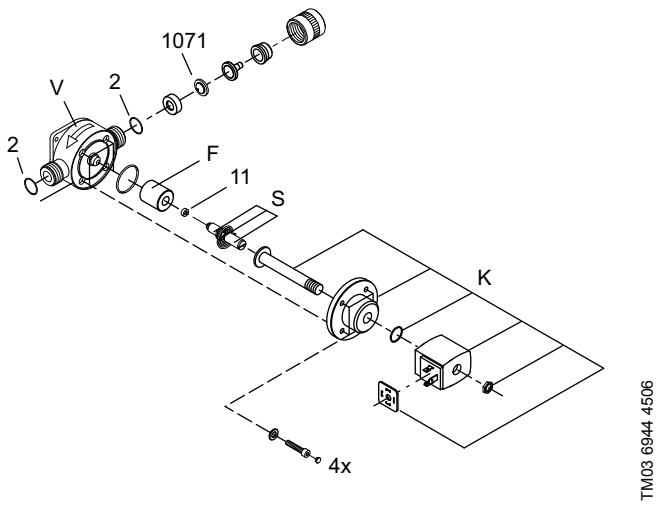

Abb. 39 Wartung Magnetventil (OCD-162-5, -10) - zerlegt
1. Beide äußeren Schrauben des Gehäuses lösen, Gehäuse (Abb. 39, Seite 105, Pos. V) mit Kabelanschlussdose (K) vom Gerät abnehmen.
4. Stößel (Abb. 39, Pos. S) und Führung (F) herausnehmen.
5. Kappe entfernen und neue Kappe (11) aufsetzen.
6. O-Ring entfernen und neuen O-Ring (4) einsetzen.
10. O-Ringe (2) in Anschlussstutzen des Gehäuses austauschen.